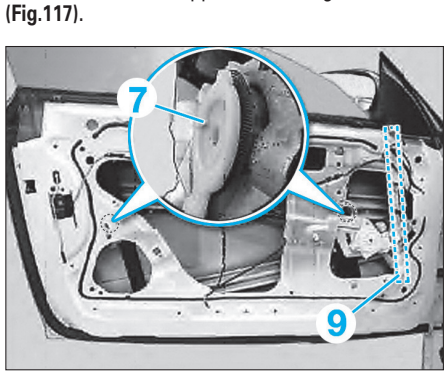

Fig. 117
• Procéder dans l'ordre inverse aux opérations de dépose en veillant au positionnement correct de la vitre au niveau du support (7) et du guide-vitre (9) **(Fig.117)**.